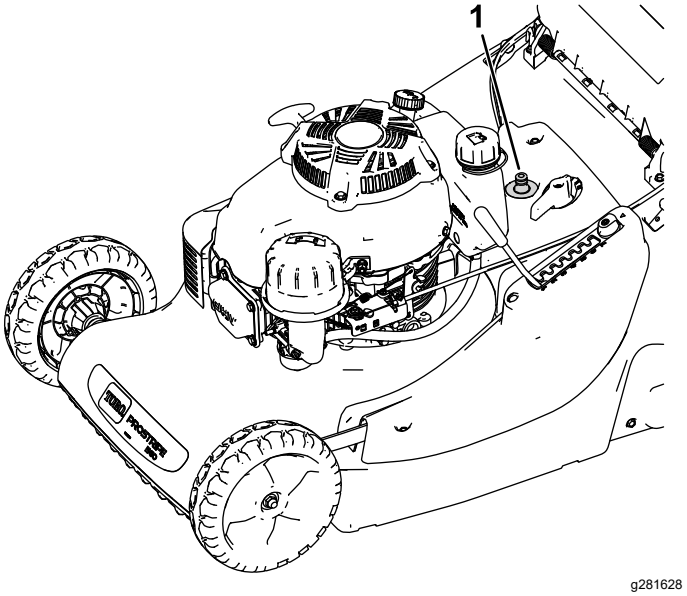

Figur 21
7. Fastgør en haveslange, der er sluttet til vandforsyningen, til gevindport (Figur 21).